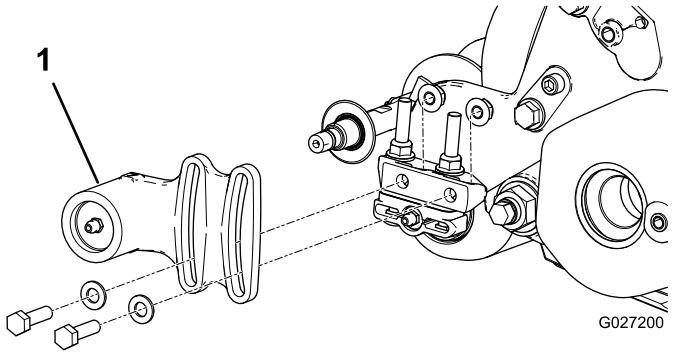
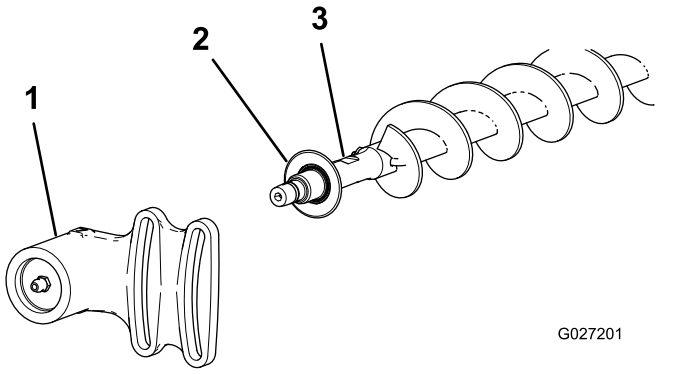

Bild 21
Bild 22
1. Wenn eine Rollenbürste am Mähwerk montiert ist, entfernen Sie die zwei Schrauben, Scheiben und Muttern, mit denen das nicht angetriebene Lagergehäuse an der Befestigungshalterung des Lagergehäuses befestigt ist (Bild 21 und Bild 22).
2. Schieben Sie das nicht angetriebene Lagergehäuse und die Abschlussdichtung von der Bürstenwelle (Bild 22).
9. Setzen Sie die Ausschlussdichtung und das nicht angetriebene Lagergehäuse auf die Bürstenwelle (Bild 22).